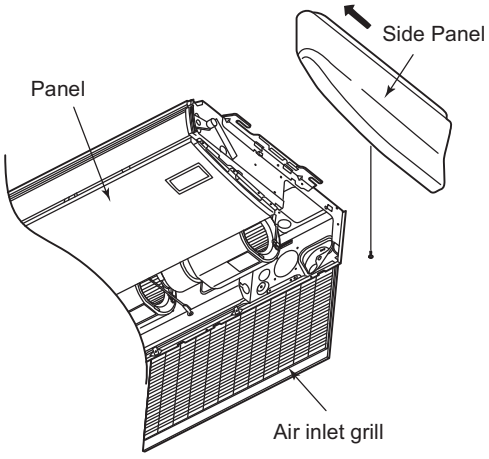

Fig. 8-6
(1) Open the air inlet grill on the side panel, remove the 1 screw and then move it toward the front (direction of the arrow) and remove it. (Fig. 8-6)